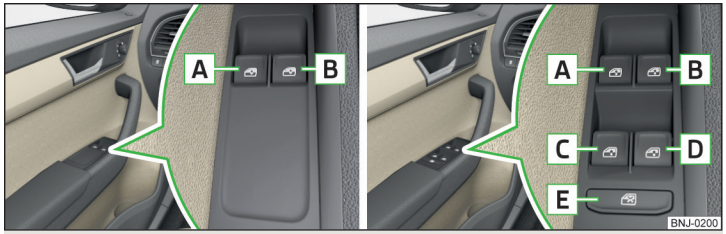

Fig. 39 **Teclas de los elevalunas: Variante 1 / Variante 2**
Dependiendo del equipamiento pueden operarse las ventanas delantaras presionando/tirando las teclas en la puerta del conductor - **Variante 1** o la ventana delantera y trasera **Variante 2** » fig. 39.
La ventana del conductor se puede abrir/cerrar completamente y automáticamente en la **Variante 2** » fig. 39 presionando y/o tirando la tecla hasta el tope. Al presionar/tirar de nuevo la tecla quedará la ventanilla parada.
- La **Variante 1** del elevalunas eléctrico » fig. 39 *de la pág. 53* **no dispone de** ningún limitador de fuerza. Debe cerrar la ventanilla con cuidado. ¡Existe peligro de lesiones!
- La **ventanilla de copiloto de la variante 2** del elevalunas eléctrico » fig. 39 *de la pág. 53* **dispone de ningún** limitador de fuerza. Debe cerrar la ventanilla con cuidado. ¡Existe peligro de lesiones!